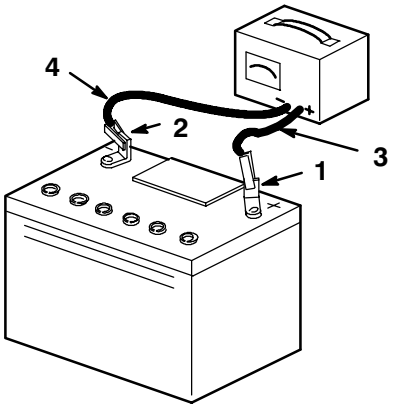

Figure 5
5. Charge the battery for 10 to 15 minutes at 25 to 30 amps or 30 minutes at 4-6 amps (Fig. 5). Do not overcharge the battery.
6. When the battery is fully charged, unplug the charger from the electrical outlet, then disconnect the charger leads from the battery posts (Fig. 5).